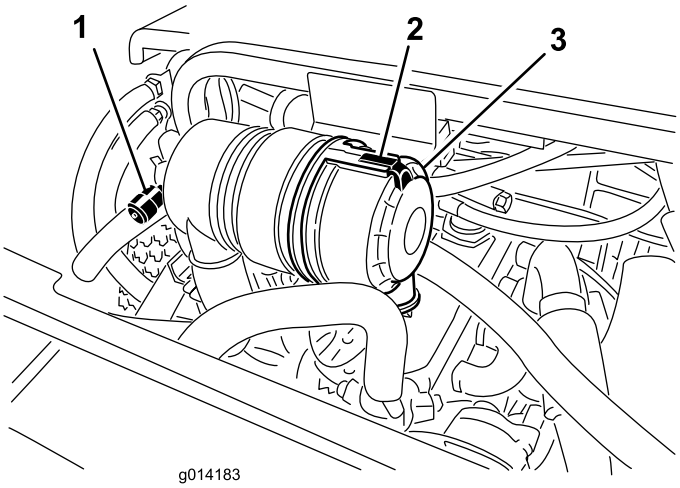

Figuur 43
Geef het luchtfilter uitsluitend een onderhoudsbeurt als de onderhoudsindicator (Figuur 43) dit aangeeft. Als u het luchtfilter vervangt voordat dit nodig is, wordt alleen maar de kans vergroot dat er vuil in de motor komt als het filter wordt verwijderd.
1. Maak de sluiting los waarmee het deksel van het luchtfilter is bevestigd aan de luchtfilterbehuizing (Figuur 43).